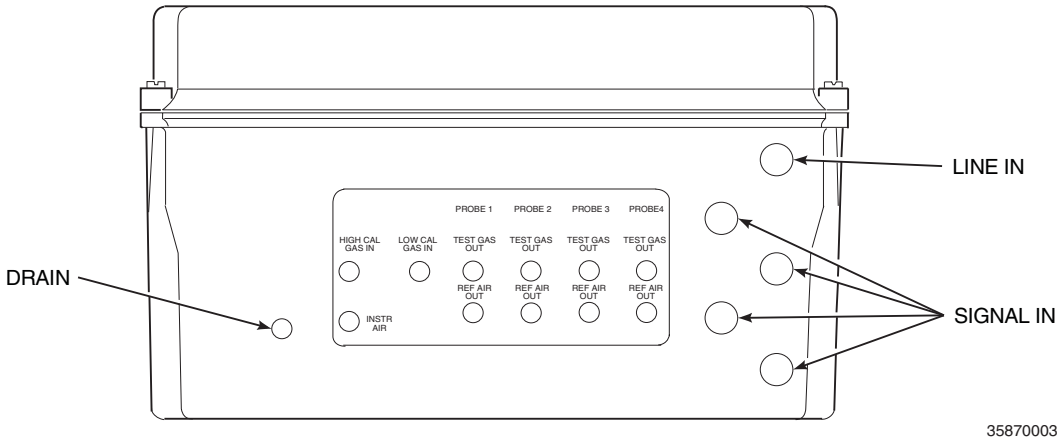
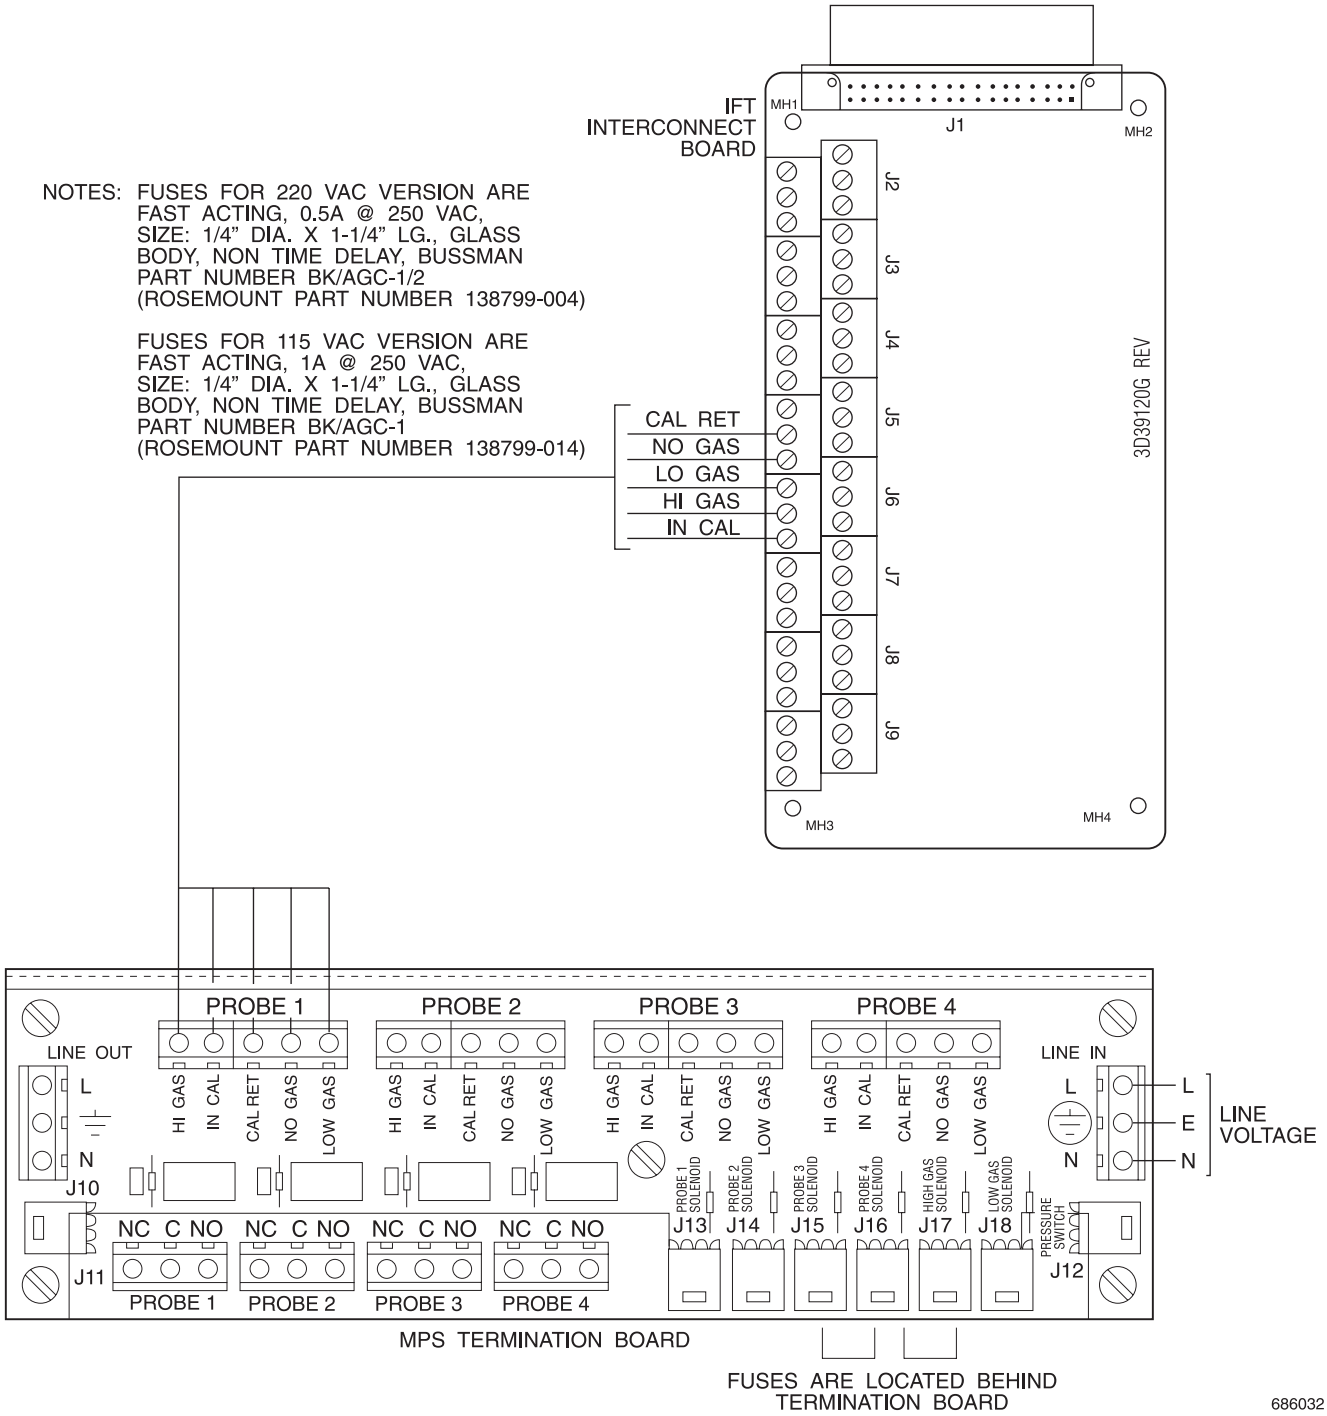

Figure 2-18. MPS Gas Connections
Figure 2-19. MPS Electrical Connections
Figure 2-18 shows the bottom of the MPS where the gas connections are made. 1/4 in. threaded fittings are used.
Electrical connections should be made as described in the electrical installation diagram, Figure 2-19. All wiring must conform to local and national codes. The electrical connections will exist only between the electronics package and the MPS to enable automatic and semiautomatic calibration. If more than one probe system is being used, the additional probes and electric packages would be wired similarly to the first probe.
MPS power supply fuse locations and specifications are shown in Figure 2-19.
1. Run the line voltage through the bulkhead fitting on the bottom of the MPS where marked LINE IN, Figure 2-18. Refer to Figure 2-19. Connect the line voltage to the LINE IN terminal on the MPS terminal board located inside the unit. Tighten the cord grips to provide strain relief.
3. Make the connections from the MPS to the IFT as shown in Figure 2-19. Run wires from the MPS Termination Board inside the unit through the bulkhead fitting on the bottom of the unit where marked SIGNAL IN, Figure 2-18. After the connections are made, tighten the cord grips to provide strain relief.